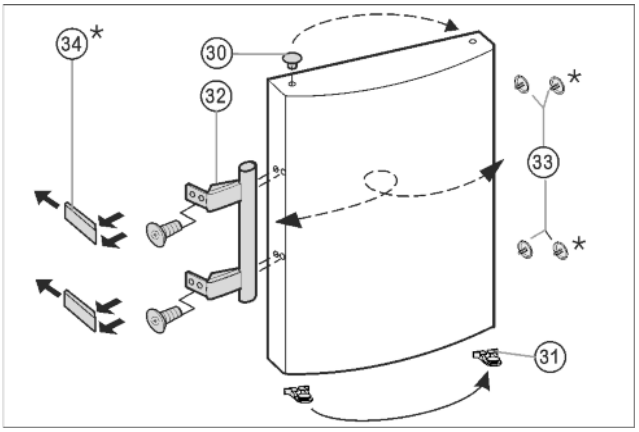

Fig. 8
▶ Enlever le bouchon *Fig. 8 (30)* du coussinet de la porte et le permuter de l'autre côté.
▶ Démonter la poignée de porte *Fig. 8 (32)*, les bouchons *Fig. 8 (33)* et les plaques d'appui* *Fig. 8 (34)* et les permuter sur le côté opposé.